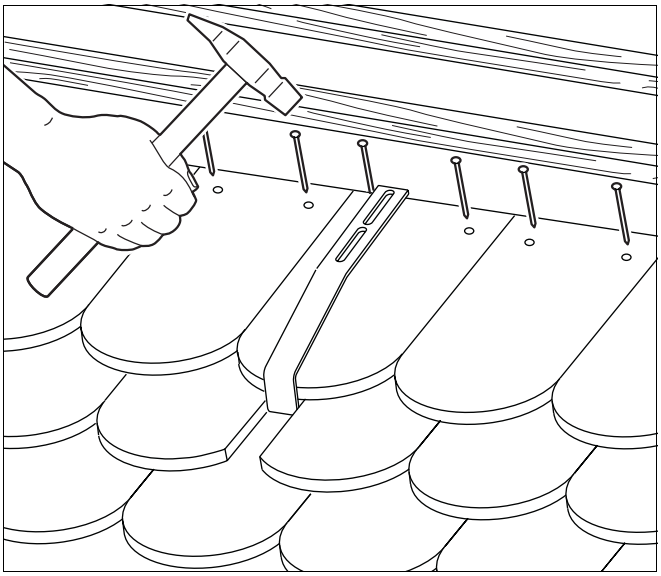

Afb. 32 Tweede rij beverstaartpannen monteren
- Plaats de tweede rij beverstaartpannen (afb. 32) en bevestig ze.